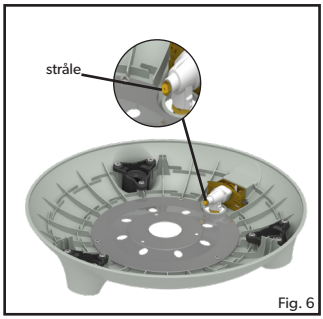

Fig. 6
- **För att byta ut munstycket**: Ta bort alla lösa ytor samt verktygsbrickan och benen från apparaten. Vänd på brännarbasen och ta bort de 3 skruvarna från den nedre täckplattan (fig.4) för att separera brännarbasen från brännarenheten (fig. 5). Koppla bort piezo-tråden, var försiktig så att den inte skadas och ta bort brännarenheten från brännarbasen för att exponera strålen (fig. 6). Strålen kan nu tas bort med en lämplig nyckel. Använd inte en tång eftersom detta kan skada strålen, göra den oanvändbar eller omöjlig att ta bort. Skruva in den nya strålen i ventilen. Dra inte åt för hårt eftersom detta kan skada enheten.